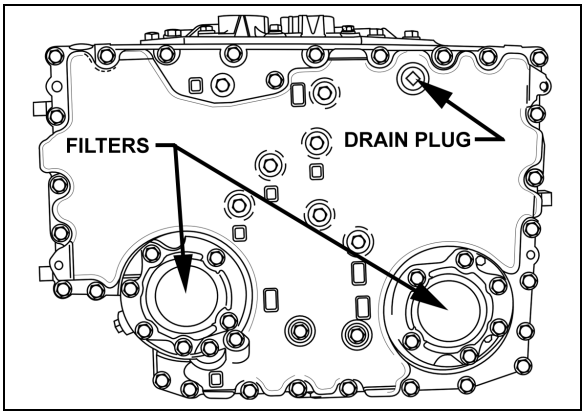

FIGURE 5: PLUG AND FILTERS 07052
2. Remove the drain plug from under the transmission (Fig. 5) and allow the oil to drain into a suitable container. Check the condition of the oil as described previously.
3. To replace the integral filters, remove twelve bolts (6 on each cover), two filter covers, two O-rings, two square cut seals and the two filters from the bottom of the control module (Fig. 5).